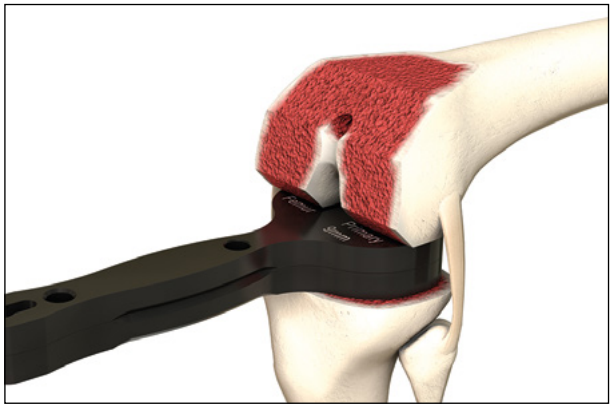

Fig. 32
- Insertar la placa base del bloque espaciador en el espacio de flexión con el inserto del bloque espaciador definido previamente en extensión (fig. 32).